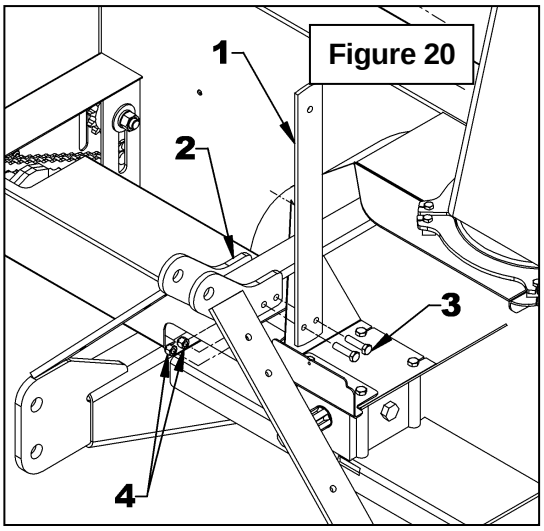

Figure 20
8. **Figure 20:** Installer le support à boyau (item 1) à l'aide de deux boulons hex 3/8"NC x 1 1/2" (item 3) et deux écrous à bague de nylon 3/8"NC (item 4). L'installation peut se faire sur la fixation (item 2) droite ou gauche de l'attache supérieure du trois-points.